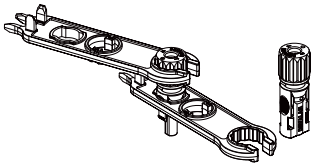

Figura 5.5 Connettore con dado di chiusura avvitato
c) Inserire il pin di contatto nella parte superiore del connettore e avvitare il dado di chiusura nella parte superiore del connettore. (Come mostrato nella Figura 5.5).